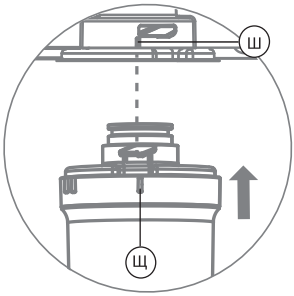

Рис. 22
5. Совместите метку «I» (Ш) на скобе фильтра и метку «I» (Щ) на картридже (рис. 22).